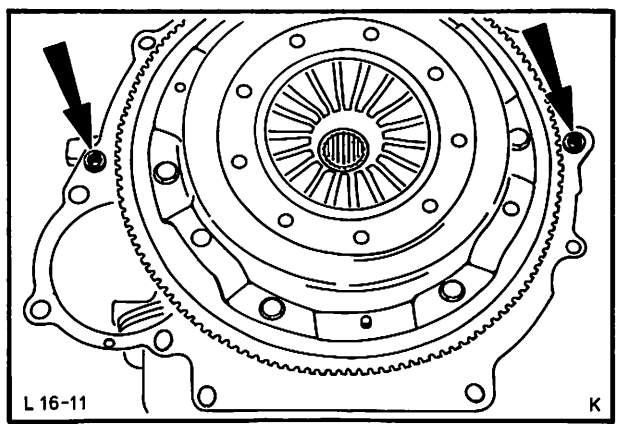

Abb. 14 Führungsbüchsen – Kupplungsgehäuse „B"-Motor
11. Führungsbüchsen, falls erforderlich, vom Kupplungsgehäuse an Motorblock umbauen. Zwischenblech anbringen, Abb. 14. Getriebe – Antriebswelle leicht einfetten.